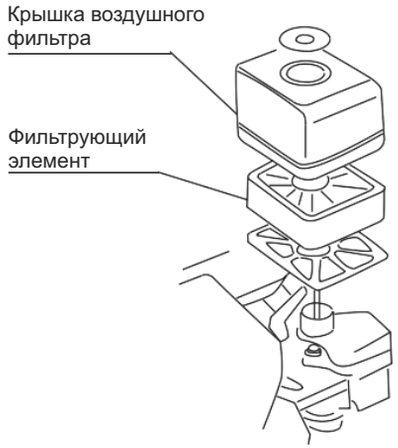

Рисунок 12
9. Проверьте состояние воздушного фильтра, для чего (рис. 12) :